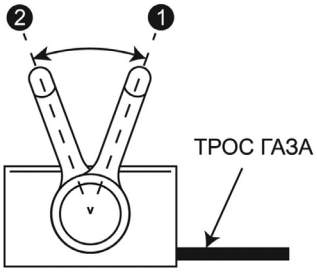

Рис. 13 Положения рычага газа
2. Переведите рычаг газа на 1/3 хода от положения 2 (холостые обороты) в сторону положения 1 (максимальные обороты) (Рис. 13).
6. Прогрейте двигатель. Прогрев двигателя занимает около минуты. После прогрева двигателя переведите рычаг газа в положение 1 максимальных оборотов (Рис. 13) и начните кошение.
2. Рычагом газа переведите двигатель в режим холостого хода (переведите рычаг газа в положение 2 (холостых оборотов) (Рис. 13)
В соответствии с разделом ЗАПУСК ДВИГАТЕЛЯ запустите двигатель и прогрейте его. После прогрева двигателя установите рычаг газа в положение 1 максимальных оборотов (Рис. 13) и начните движение, толкая газонокосилку вперёд.